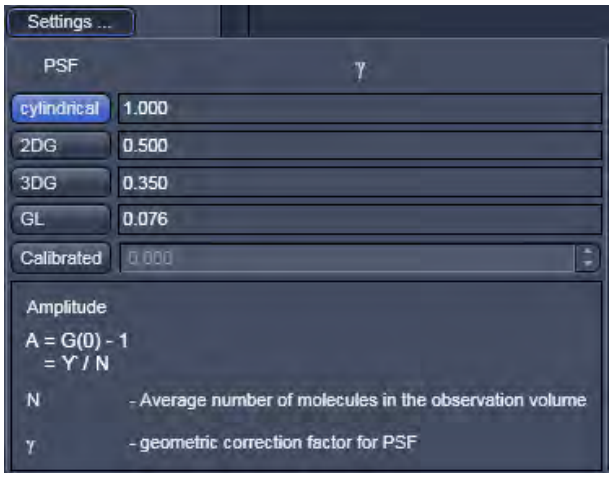

Fig. 278 Amplitude Settings panel
- You can set a value for the geometric factor γ, which describes the point-spread function (Fig. 278).
- By pressing the **cylindrical**, **2DG**, **3DG** and **GL** buttons you can select a cylindrical, 2 dimensional Gaussian, 3 dimensional Gaussian (3DG) and Gaussian-Lorentzian (GL) PSF, respectively. If you press the Calibrate button, you can type in a user defined number in selection box or use the arrows to set a value.